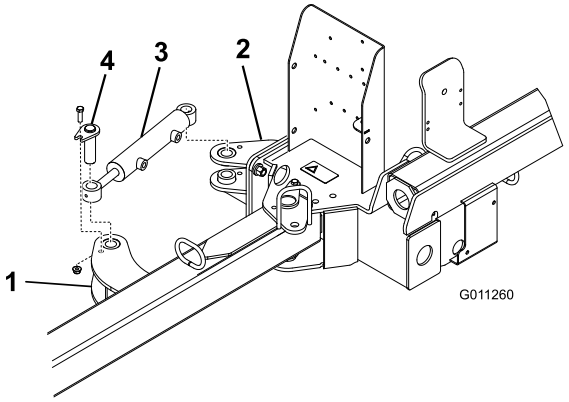

Figur 6
2. Fastgør hver af hydraulikcylinderens ender til en aktuatortap med en pind, en bolt på 3/8 x 1–1/4 tommer og en flangemøtrik på 3/8 tommer (Figur 6). Sørg for, at cylinderens stangende (arbejdsenden) er sluttet til den forreste aktuatortap.